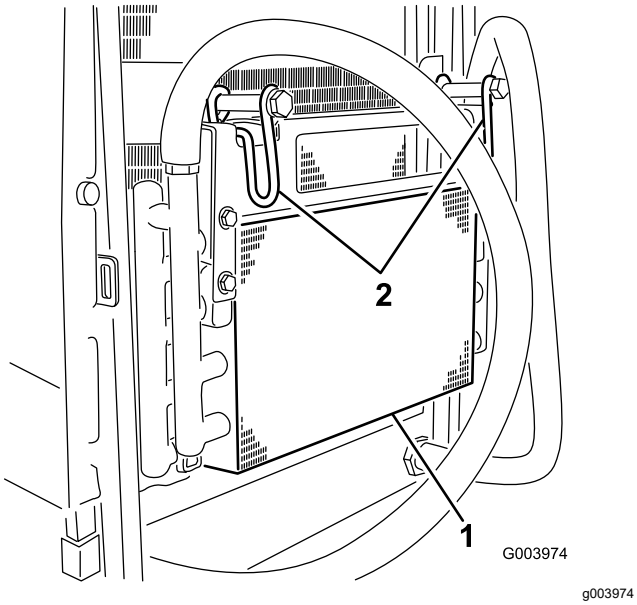

Figur 69
5. Drej låsehåndtagene indad, så oliekøleren løsgøres (Figur 69).